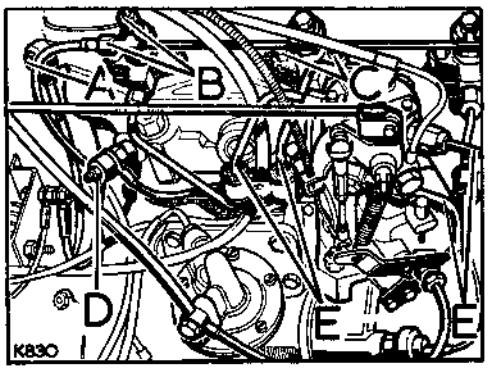

**Fig. A2-78. View of engine, RH side, rear**
6. Continue the procedure with the following components, referring to Fig. A2-78 for location details: